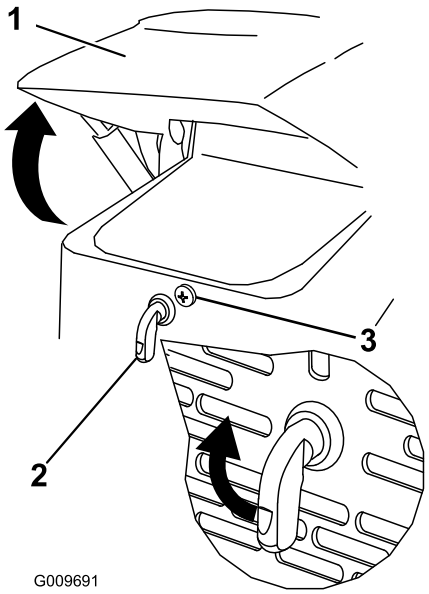

Rysunek 27
1. Poluzuj śrubę mocującą maskę (Rysunek 27).
2. Przekręć zaczep maski w prawo (Rysunek 27).
3. Unieś maskę do góry (Rysunek 27).
3. Dokręć śrubę mocującą maskę, unieruchamiając zaczep maski (Rysunek 27).